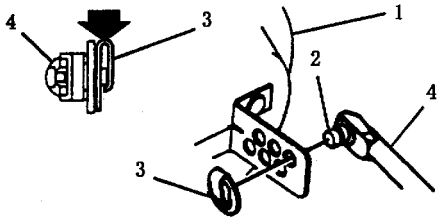

图7－24 巡航控制拉索调整
(1) 在拉索装入拉索支架和伺服装置支架的情况下，用锁片将拉索装到节气门摇臂销轴上。
(2) 将拉索的伺服装置一端朝伺服装置方向抽拉，但不要使节气门摇臂转动。
(3) 如果伺服装置舌片上的6个孔中有一个与拉索销对正，应将拉索销插入此孔中，并装上锁片(见图7－24)。